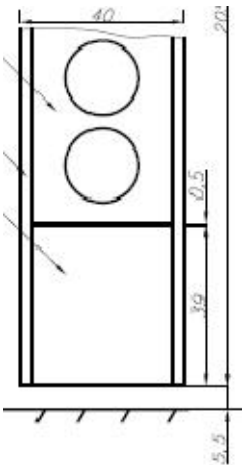

Fig. 1
- o Afstand fra **ikke brændbart** gulvbelægning til underkant af dør ikke overstiger 6 mm (Fig. 1)